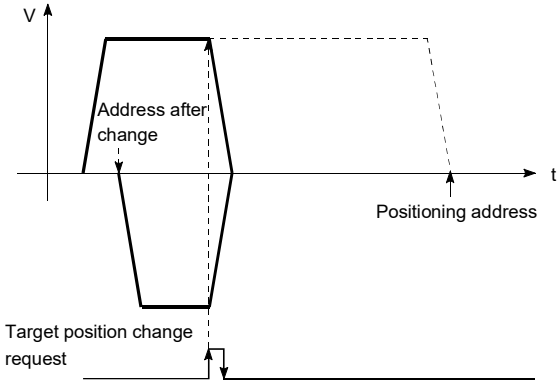

Fig. 13.31 Target position change operation
(1) If the positioning movement direction from the stop position to a new target position is reversed, stop the operation once and then position to the new target position. (Refer to Fig. 13.31 (c).)
(2) If a command speed exceeding the speed limit value is set to change the command speed, the warning "Speed limit value over" (warning code: 501) will occur and the new command speed will be the speed limit value.